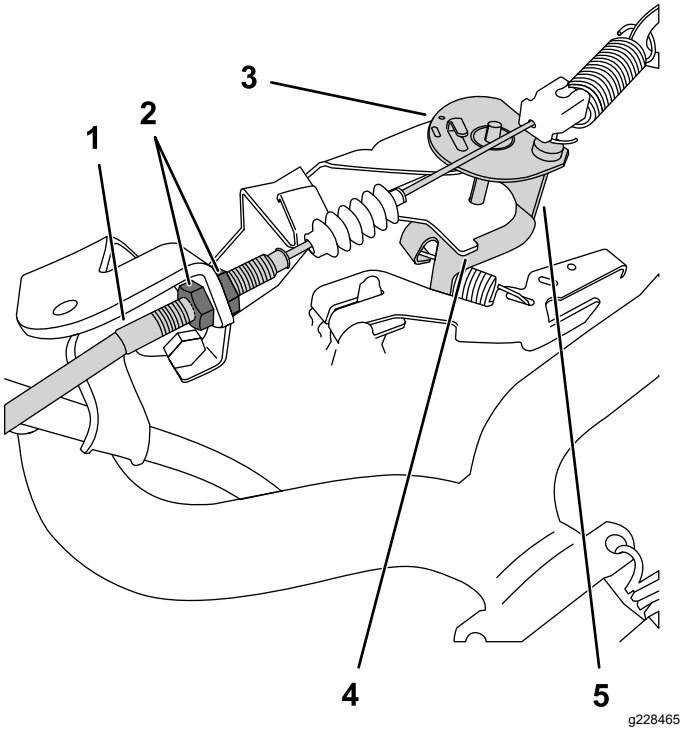

**Figuur 38**
3. Draai aan de gaskabel de voorste contramoer losser en de achterste contramoer vaster om het toerental in laag stationair te verhogen (Figuur 38).